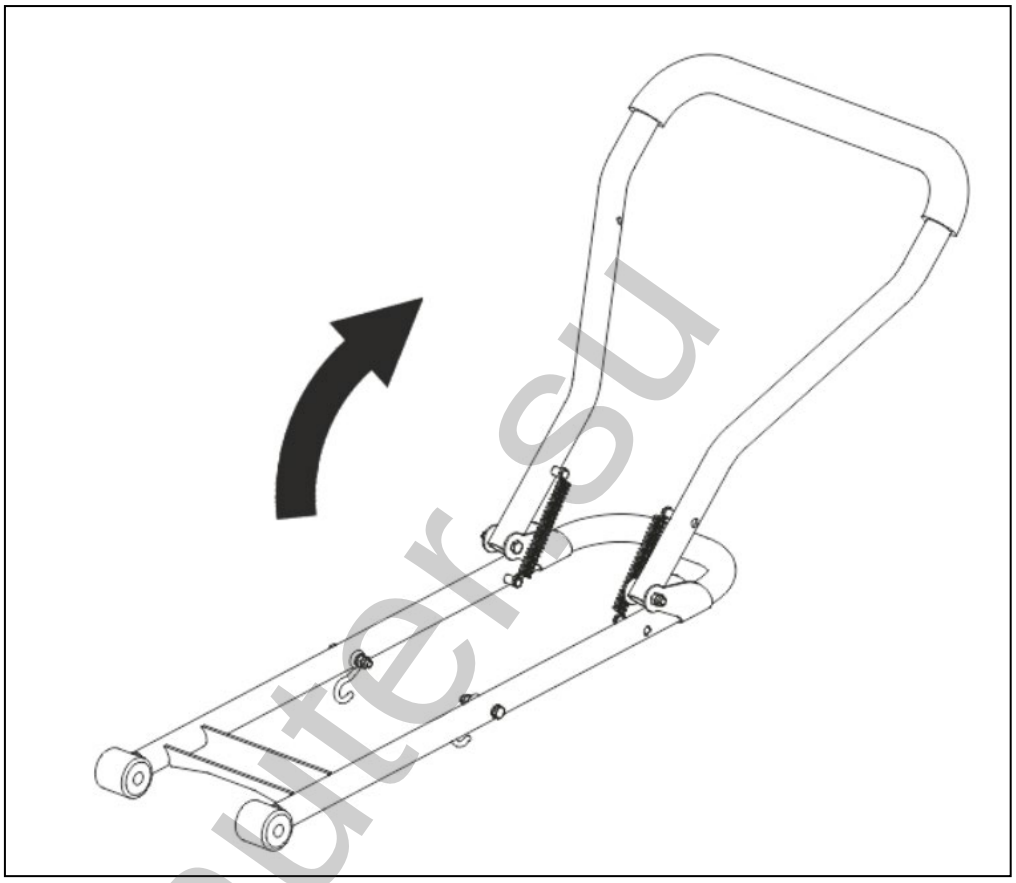

Рис. 2. Раскладка рабочей рукоятки.
1. Разложите рабочую рукоятку (Рис. 2).